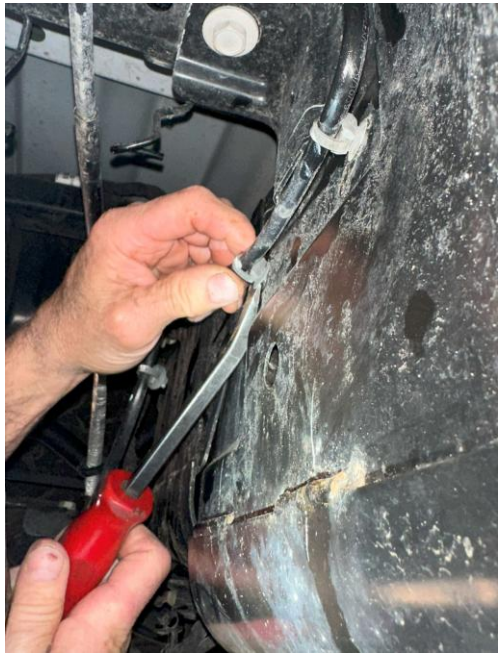

Figure 36: Line plastic clips
- ❑ Remove any/all plastic clips retaining the fuel line from the side of the tank skid (Figure 36)